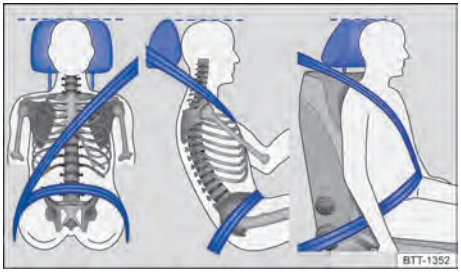

Fig. 32 Posição correta do cadarço do cinto de segurança e ajuste correto do apoio para cabeça.
– Deixar o cinto de segurança sempre plano e sem o cadarço torcido sobre o corpo. Se necessário, esticar um pouco o cadarço do cinto de segurança → Fig. 32.